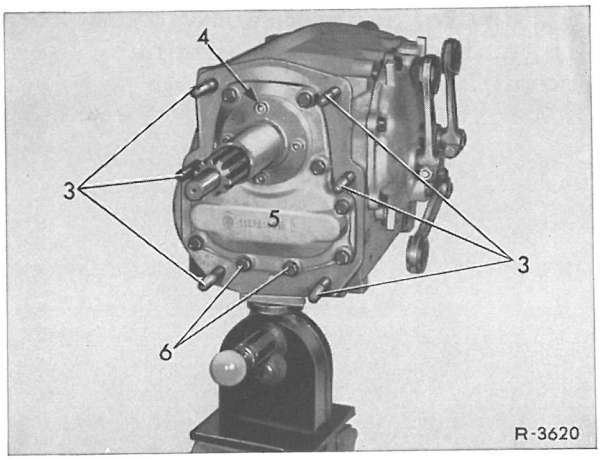

Fig. 26-7/1
3 Befæstelsesboltene (6) (lo stk. M 7 x 22, nøglevidde 11) til forreste gearkassedæksel (5) skrues ud (fig. 26-7/1).
4 Forreste gearkassedæksel trækkes forsigtigt af over indgangsakslen. Herunder må der passes på afstandsskiverne (7) til indgangsakslen og til mellemakslen (8) (fig. 26-7/2).